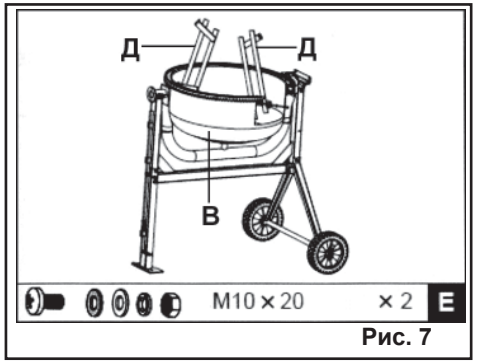

Рис. 7
6.5. Из пакета **E** извлеките крепеж, установите смесительные лопасти (Д) внутрь барабана (нижней части) (В), как показано на Рис. 7. Винты М10х20 установите с наружной стороны барабана (В). Уплотнительную прокладку установите между барабаном (В) и лопастью (Д).